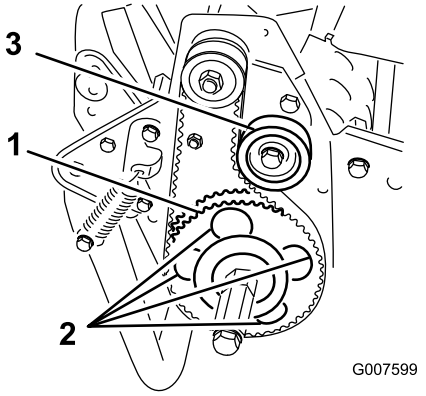

**Figur 48**
7. Vrid drivskivan tills hålen passar in med de fyra rullagrens flänsskruvar (Figur 48).
11. Justera remspänningen och dra åt mellanremskivans fästskruv (Figur 48).